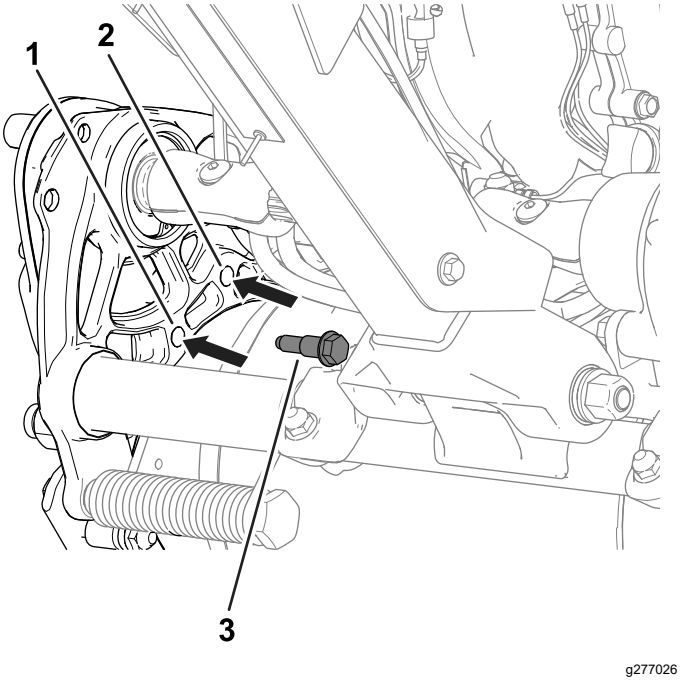

Figuur 19
2. Verwijder de borstbouten (Figuur 19) aan elke kant van de machine waarmee de behuizing van de trommelaandrijving aan het chassis is bevestigd.
4. Gebruik de eerder verwijderde borstbouten om de behuizing van de aandrijving te bevestigen aan het chassis (Figuur 19).